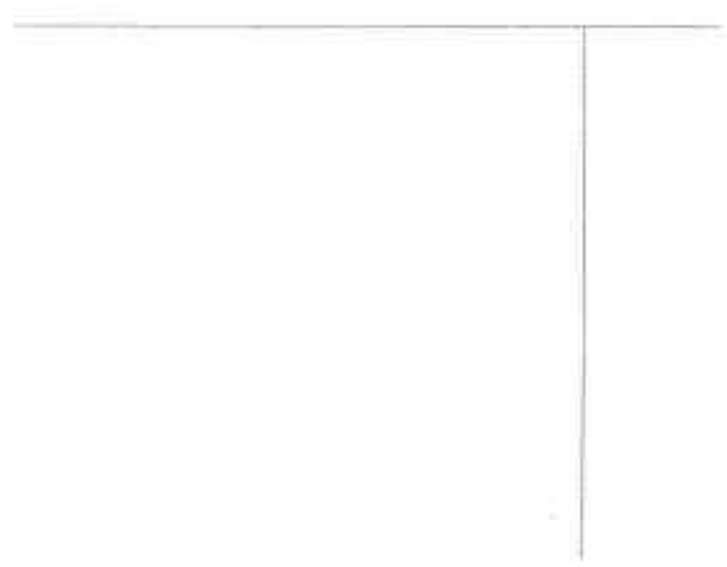

图19-134 绘制直线
Step 01 执行“直线”命令，绘制长 1000mm、高 800mm 的两条直线，如图 19-134 所示。